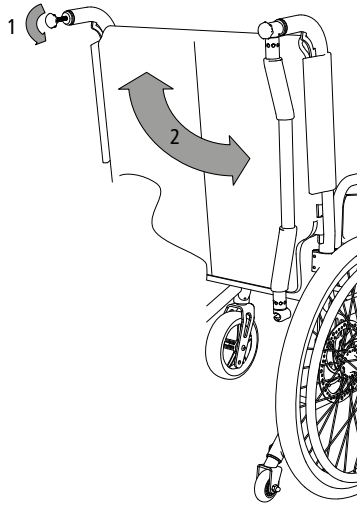

fig. 27
1. Tourner la vis à poignée en étoile (1, fig. 27) jusqu'à ce que la partie en plastique dépasse de l'évidement.
2. Il est ensuite possible de faire pivoter la barre de poussée vers le bas sur le côté (2, fig. 27). La barre de poussée est maintenant déverrouillée et il est possible de plier le fauteuil roulant. Pour verrouiller la barre de poussée, effectuer la manœuvre inverse.